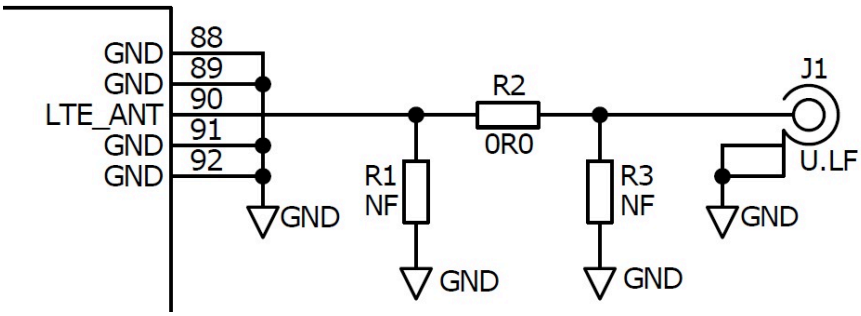

Figure 10. RF Typical Circuit
**Important:** Figure 10 *(on page 32)* must be strictly followed as a topology reference. It is advised to copy the schematics verbatim. This document also describes the imperative layout constraints.
As Figure 10 *(on page 32)* shows, use a π or T-type network for matching, if needed. This document shows π-type networks, but T-type are equally acceptable.
Engineering and Production teams need 50 Ω termination points, for example J1 in Figure 10 *(on page 32)*, for the assessment of the RF performance.